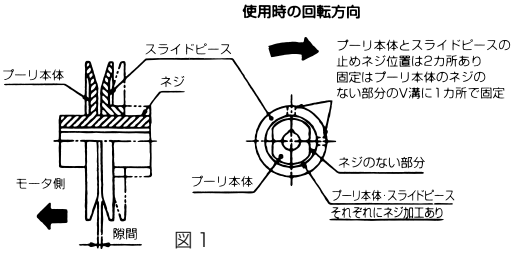

図 1
3. 下記の調節方法に従い、可変プーリの PC φを調節します。（図 1）